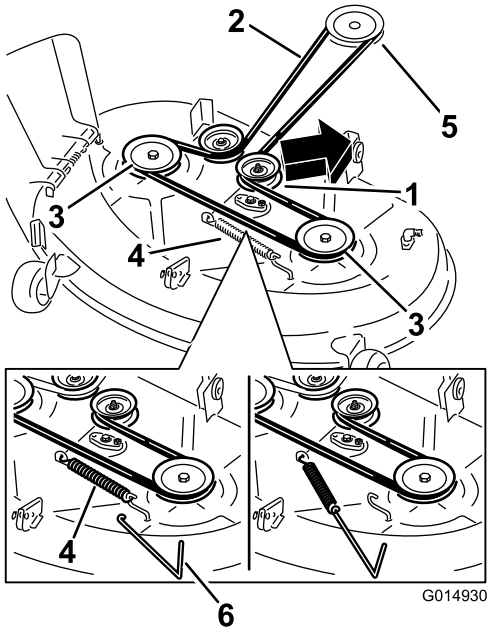

Figure 60
4. Using a spring removal tool, (Toro part no. 92-5771), remove the idler spring from the deck hook to remove tension on the idler pulley and roll the belt off of the pulleys (Figure 60).
5. Route the new belt around the engine pulley and mower pulleys (Figure 60).
6. Using a spring removal tool, (Toro part no. 92-5771), install the idler spring over the deck hook and placing tension on the idler pulley and mower belt ((Figure 60).